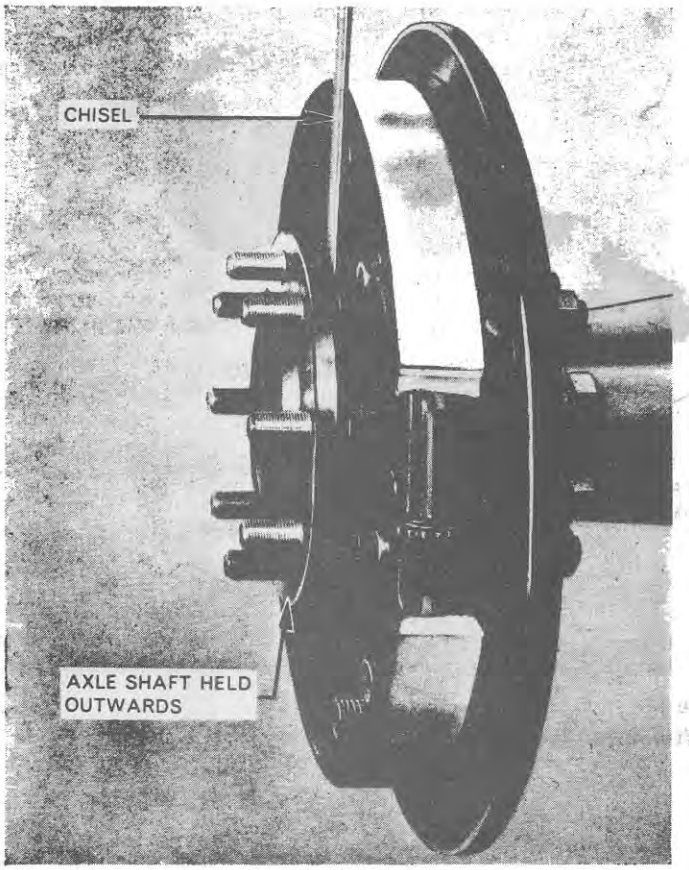

Figure 15
a. Using a chisel or similar tool hold the axle shaft securely outwards, so that the cone and roller is fully seated in its cup, Figure 15.